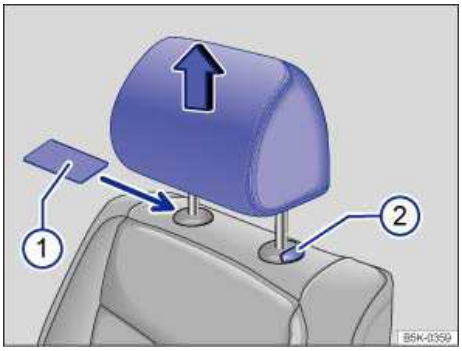

Fig. 44 Removing the front head restraints.
- Slide a flat object, such as a plastic credit card, underneath the right side of the cap on the right-hand seat guide rod ⇒ fig. 44 (1) to unlock the head restraint.
- To release the left-hand guide rod, press button (2) in (towards guide rod) and hold.
- Pull the head restraint out completely while holding button (2).